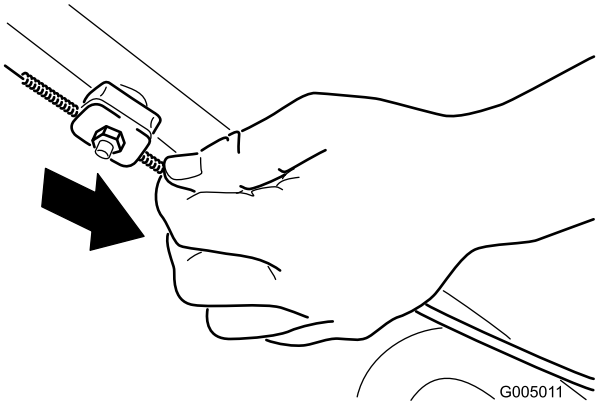

Bild 35
2. Ziehen Sie den Kabelmantel (zum Rasenmäher), bis das Kabel stramm ist (Bild 35).